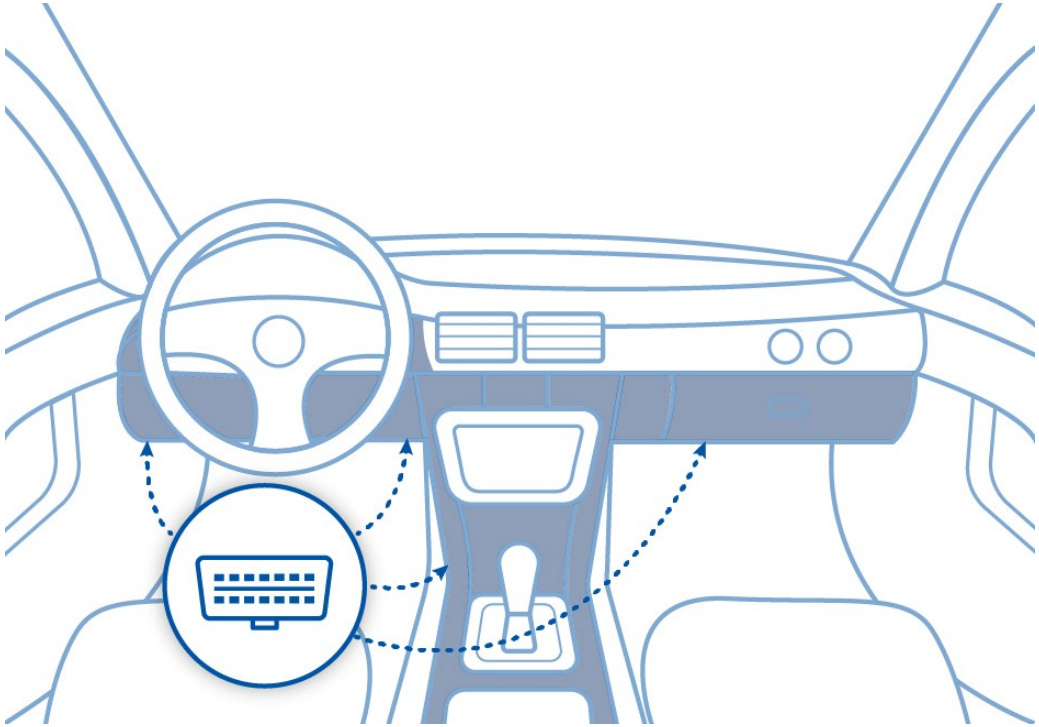

Figure 10. Most common OBDII connector locations
- Find OBDII connector in your vehicle **(Figure 10. Most common OBDII connector locations)**.